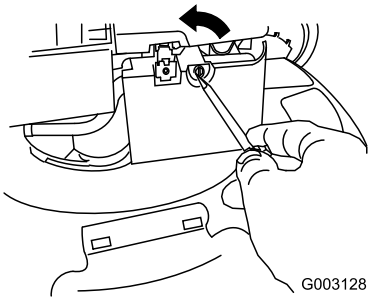

Bild 32
2. Öffnen Sie die Luftfilterabdeckung mit einem Schraubenzieher (Bild 32).